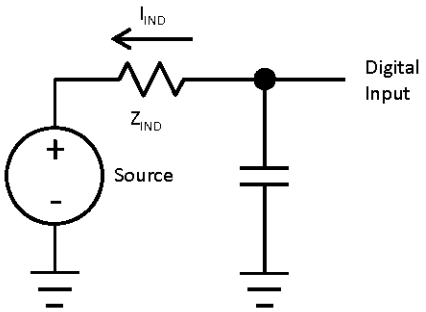

Figure 2. 5 V Tolerant Input IIND Parameter
5. Examples calculated using V_{IL} relation, V_{DD}, and max I_{IND}: $Z_{IND}=V_{IL}/I_{IND}$. This is the impedance needed to pull a high signal to a level below V_{IL} due to leakage when $V_{IL} < V_{IN} < V_{DD}$. These examples assume signal source low = 0 V. See Figure 2.